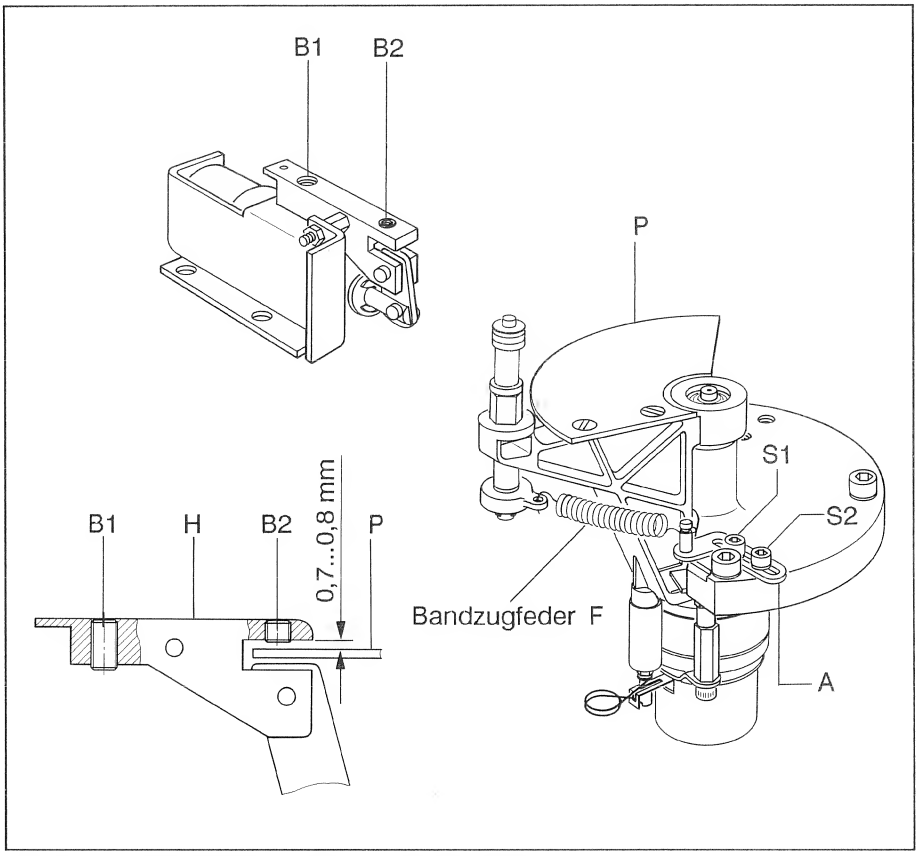

Fig. 3.4.15 Bandzugwaage rechts mit Blockiereinheit
- Die Schrauben **S1** und **S2** mit Stiftschlüssel 2,5mm lösen (Fig. 3.4.15).